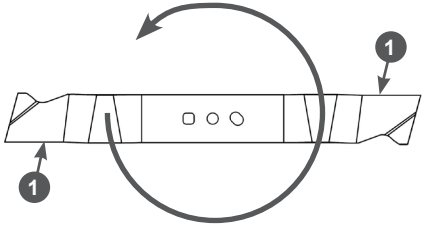

**Рис. 28. Направление вращения ножа (вид снизу)**
*Направление вращения вала двигателя против часовой стрелки (если смотреть со стороны вала). Нож надо устанавливать на адаптер так, чтобы лезвия 1 ножа также были обращены в сторону вращения вала двигателя (Рис. 28).*